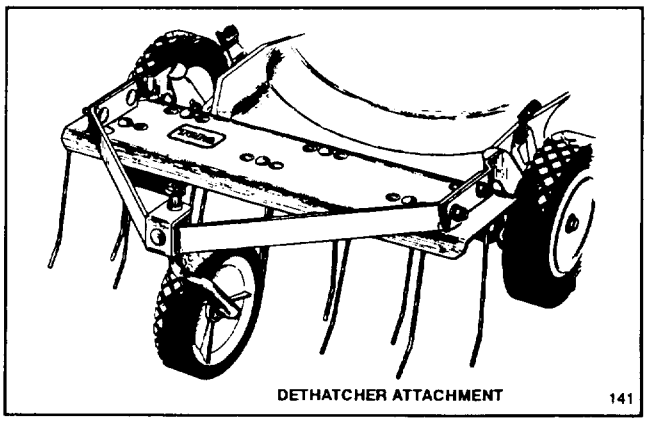

**Figure 29**
**3. Dethatcher Kit, Model 59131 (self–propelled model only)**—Installs in minutes. Front mounted for easy maneuverability. Spring tines loosen thatch for easy cutting (Fig. 29).